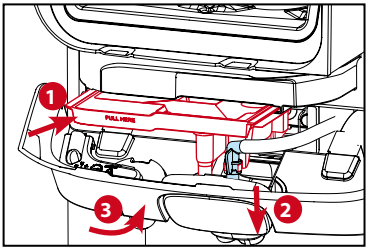

Fig.6
4. The display will now show: ***REINSTALL WJM SYSTEM,*** slide the mixing tray into its original position (there will be two audible beeps when it is installed correctly), connect the outlet tube, and close the fluid treatment panel (there will be two more audible beeps). The machine will automatically continue to next step. (See fig.6)